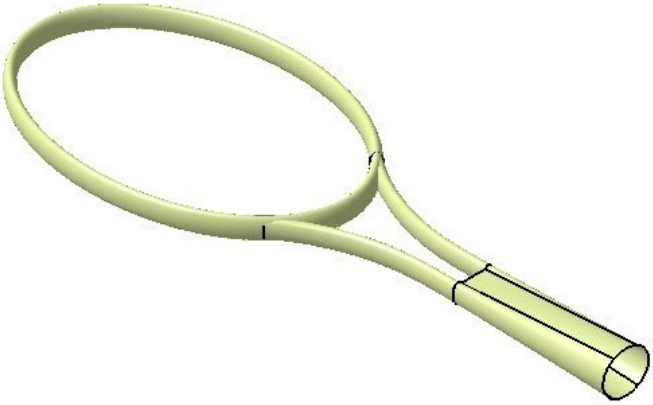

Figure 10-84 *The model after creating the multi-sections surface*
19. Choose the **OK** button from the **Multi-Sections Surface Definition** dialog box to create the multi-sections surface. Figure 10-84 shows the model after creating the multi-sections surface and hiding the sketches and the plane.